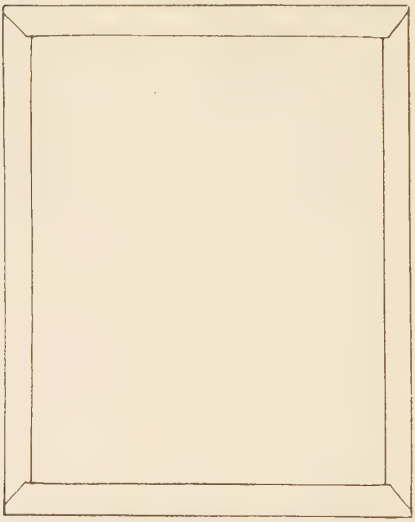

Fig. 84—Calendar Board Covered with Paper for Face Side
5. Glue-off paper for covering, lay on board, turn in four edges—being careful to "nick-in" corners—press. (Fig. 84.)